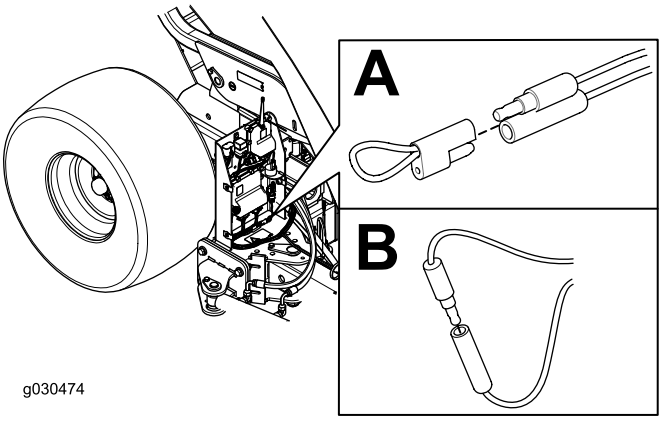

**Figur 40**
4. Trekk det festede lokket av de to diagnostiske shuntkoblingene (Figur 40, A).
5. Koble de diagnostiske shuntkoplingene sammen (Figur 40, B).